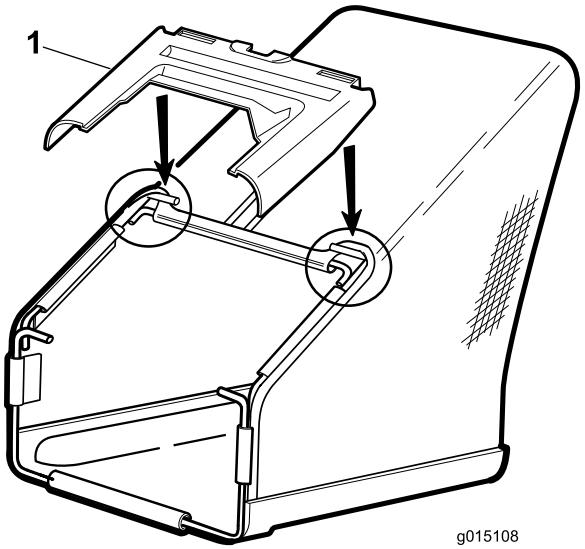

Figuur 5
3. Plaats de plastic kap over het geraamte zoals afgebeeld in Figuur 5.